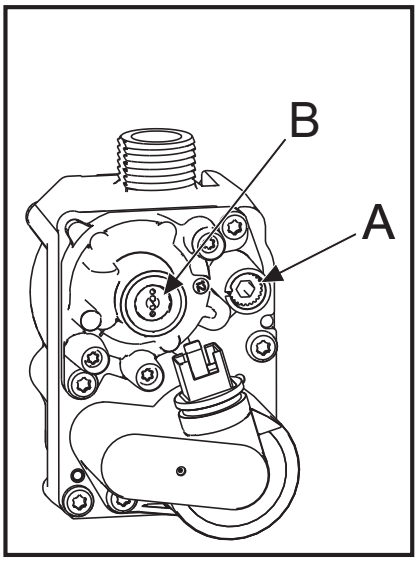

fig. 31 - Gas valve
3. Now adjust the **Throttle setting** (fig. 31 - screw **A**) until the CO_2 is at the correct **SETTING LEVEL** (see table 4), confirm that the CO/CO_2 ratio is within limits (clockwise to increase gas).
2. Now adjust the **offset pressure setting** (fig. 31 - cup **B**) until the CO_2 is at the correct **SETTING LEVEL** (see table 5), confirm that the CO/CO_2 ratio is within limits (clockwise to increase gas).